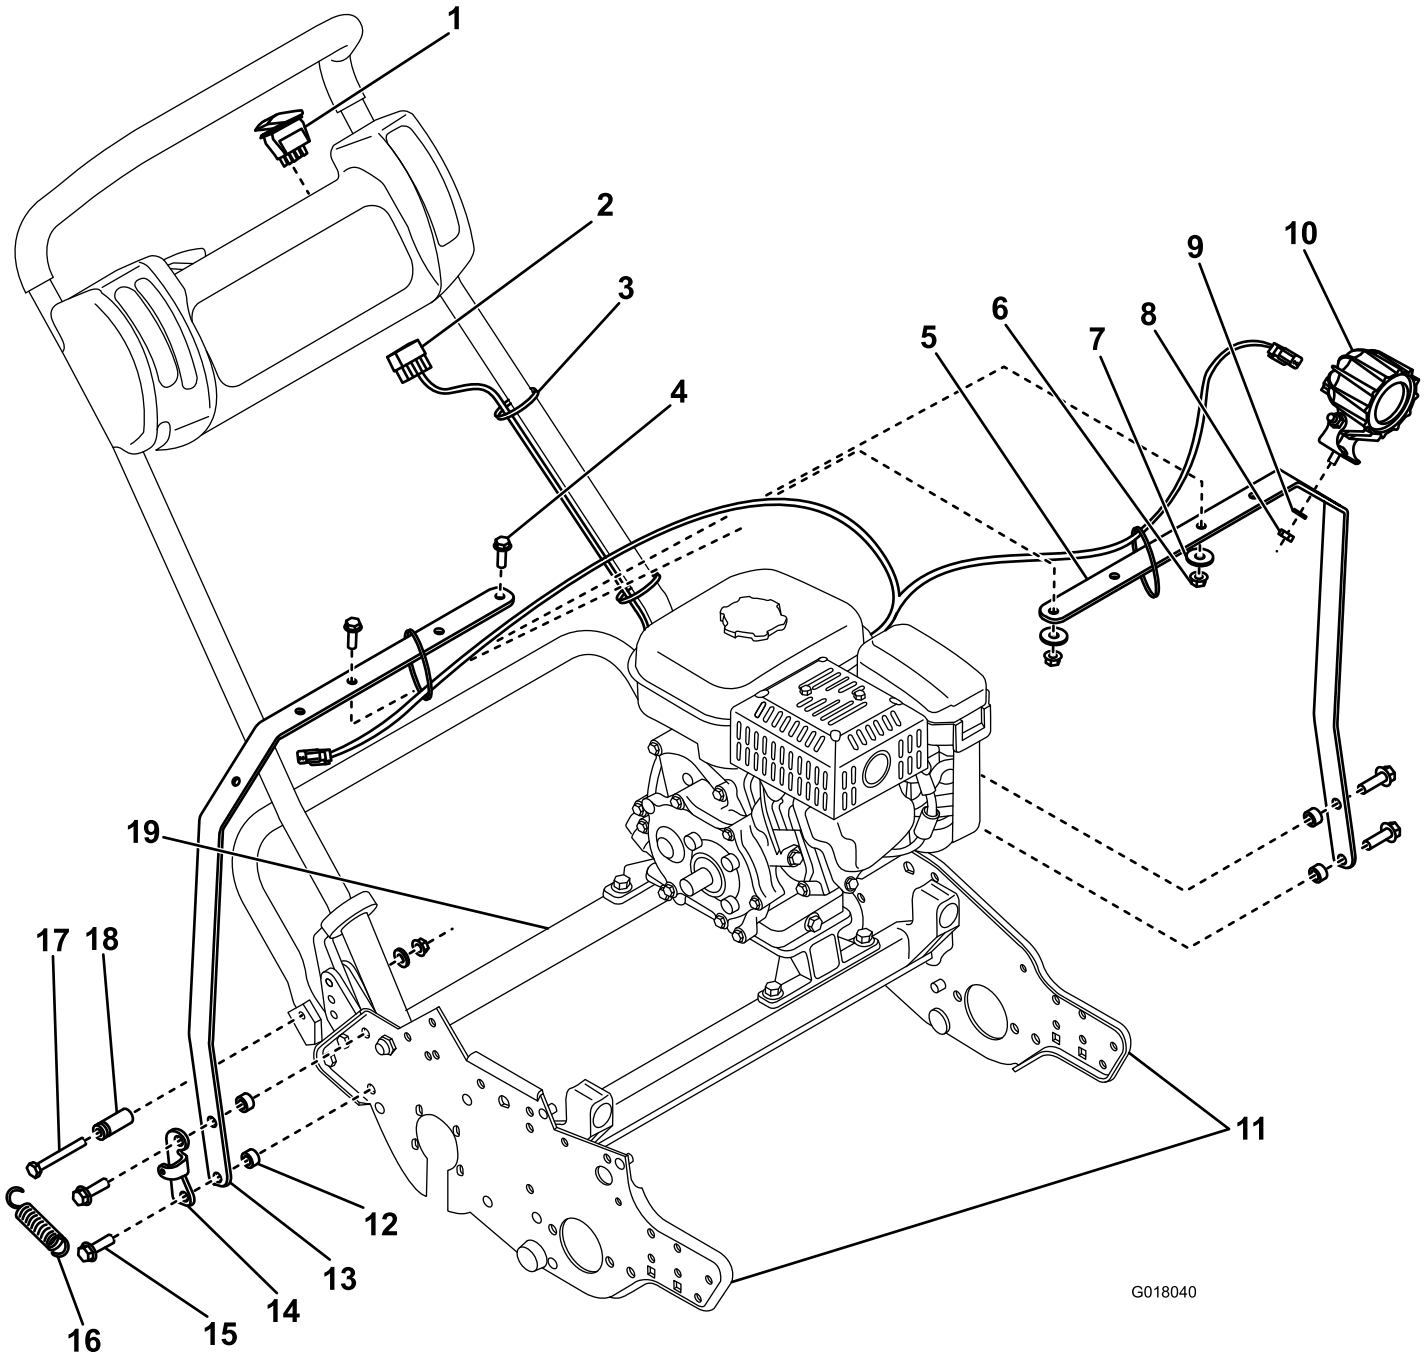

Figuur 2
2. Verwijder de 2 3/8 inch bouten die de rechterplaat met de achterste dwarsbalk en de veerbeugel verbinden (Figuur 2).
3. Monteer de rechterstang en de veerbeugel die u eerder verwijderd hebt op de maaier met 2 afstandsstukken en 2 bouten (3/8 x 1–1/4 inch) (Figuur 2).
4. Verwijder de 2 3/8 inch bouten die de linkerplaat met de achterste dwarsbalk verbinden (Figuur 2).
7. Monteer de lampen op de stang, en bevestig elk ervan met het bevestigingsmateriaal van de lampen (Figuur 2).
8. Sluit de kabelboom aan op de lampen (Figuur 2). Bevestig het lange uiteinde aan het rechterlicht.
9. Verwijder de plug in het bedieningspaneel en vervang deze door de schakelaar. Sluit de kabelboom van de lamp aan op de schakelaar (Figuur 2).
10. Sluit de voedingsconnector van de kabelboom aan op de blauwe draden met vrouwelijke aansluitingen die uit de blazerbehuizing van de motor steken (Figuur 2).
11. Maak de kabelboom vast met kabelbinders (Figuur 2) en stop de overtollige draad onder het bedieningspaneel.
12. Verwijder de oude veerhouder en monteer een nieuwe met een bout (5/16 x 2–3/4 inch) (Figuur 2). Monteer ook de eerder verwijderde veer.